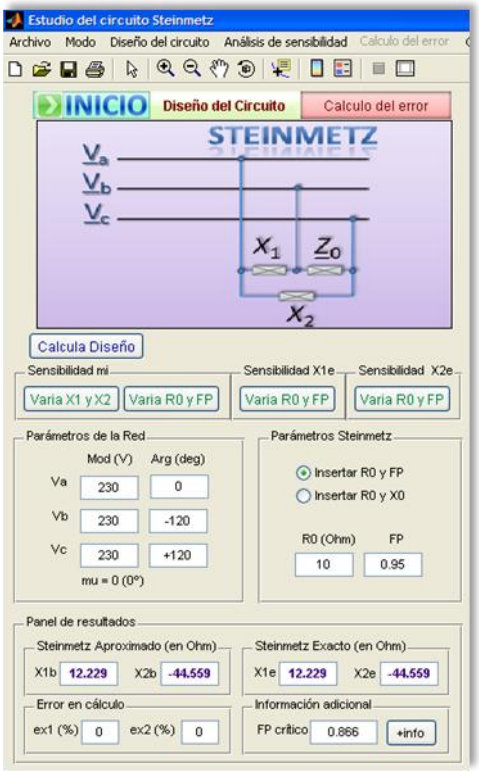

Figura D.4. Diseño del Circuito Steinmetz: panel de resultados.
Una vez se han introducido los parámetros pertinentes, se presiona “Calcula Diseño”, y aparece la Figura D.4.
- En la mitad inferior izquierda se muestran los errores en el cálculo de las reactancias simetrizadoras al suponer tensiones equilibradas. En el ejemplo que se muestra en la Figura D.4 estos errores son nulos, ya que las tensiones introducidas son equilibradas.
Como ya se ha comentado anteriormente, en el panel de resultados de la Figura D.4 aparece un sub-panel con los errores en el cálculo de las reactancias simetrizadoras al suponer tensiones equilibradas. En este apartado se estudiará con más detalle estos errores cometidos.